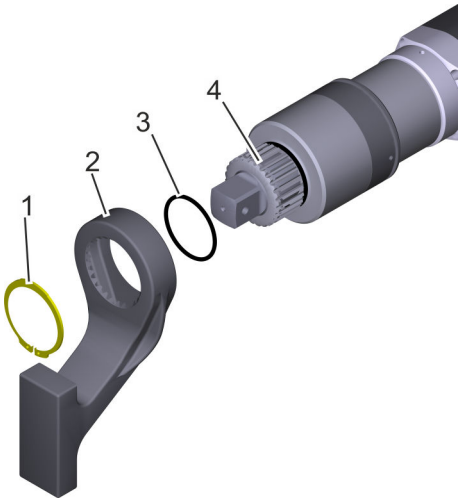

Fig. 17: Securing the reaction arm
Carefully slide the O-ring (Fig. 17/3) onto the serration (Fig. 17/4) on the nutrunner.
3. Push the reaction arm (Fig. 17/2) onto the serration.
4. Slide on the circlip (Fig. 17/1) with the aid of the circlip pliers (Fig. 18) and clamp it.